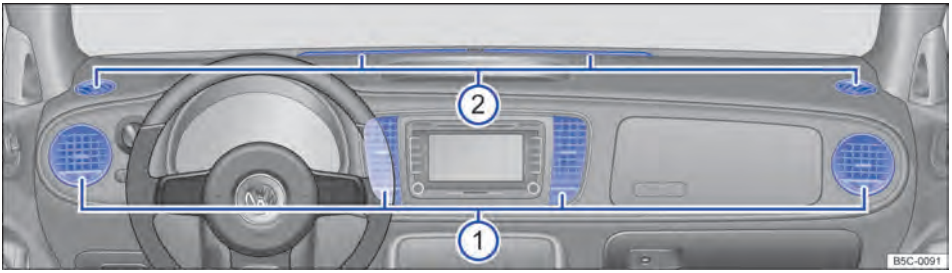

Fig. 136 Difusores de ar no painel de instrumentos.
Para que uma potência de aquecimento, uma refrigeração e uma entrada de ar suficientes sejam atingidas no interior do veículo, os difusores de ar ⇒ Fig. 136 ① devem permanecer abertos.